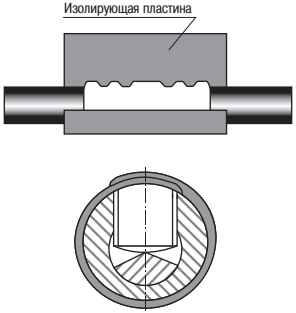

Рисунок 12
4.25 Обезжирить гильзы и прилегающие к ним участки трубок на расстоянии не менее 50 мм. Обернуть гильзы пластиной герметика (из комплекта «Герметик для гильзы»), для чего снять с одной стороны пластины бумагу, расположить её симметрично относительно середины гильзы, край пластины расположить на местах срыва головок болтов (пластина должна полностью закрыть места срыва головок болтов) и обернуть гильзу, постепенно снимая бумагу. После обёртывания гильзы места срыва головок болтов должны быть закрыты пластиной в два слоя. Обжать пластину рукой (рисунок 12).